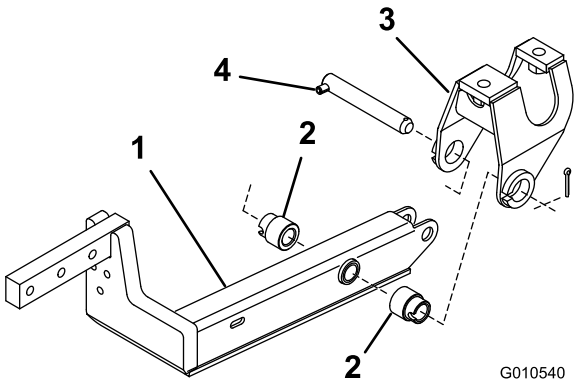

Figuur 2
4. Monteer een hefarm aan de draaibeugel met 2 afstandsstukken, een draaipen en een borgpen (5/32 x 1-3/4 inch). Monteer de hefarm met de knik naar buiten gericht (Figuur 2).